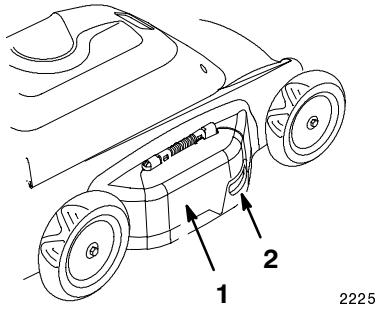

Abbildung 7
1. Die Verschlußklappe mit Hilfe des Griffs anheben (Abb. 7).